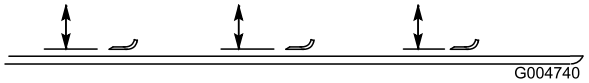

Figura 85
2. Rode a lâmina até que as suas extremidades se encontrem viradas para a frente e para trás (Figura 85). Meça a distância entre o interior da unidade de corte e a parte cortante na zona dianteira da lâmina. Anote esta medida.